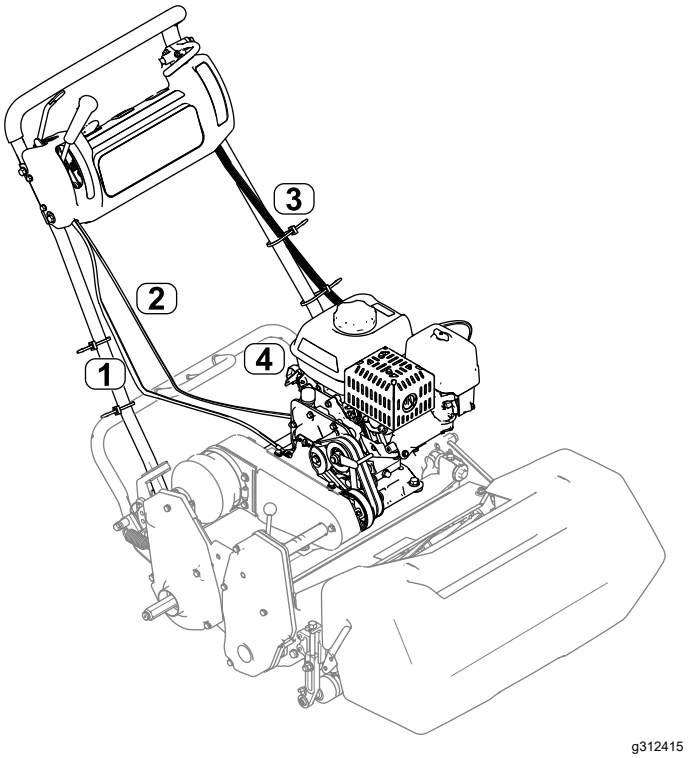

Figure 8
7. Installez le câble d'accélérateur sur la machine ; voir le *Manuel d'entretien* de la machine (Figure 8).
Remarque: Observez le câble d'accélérateur, comme montré à la Figure 8. Acheminez le câble sur le côté gauche du moteur, entre le couvercle du filtre à air et le réservoir de carburant.
11. Branchez le faisceau de câblage au module d'interverrouillage et faites-le remonter sur le côté gauche du guidon (Figure 8).